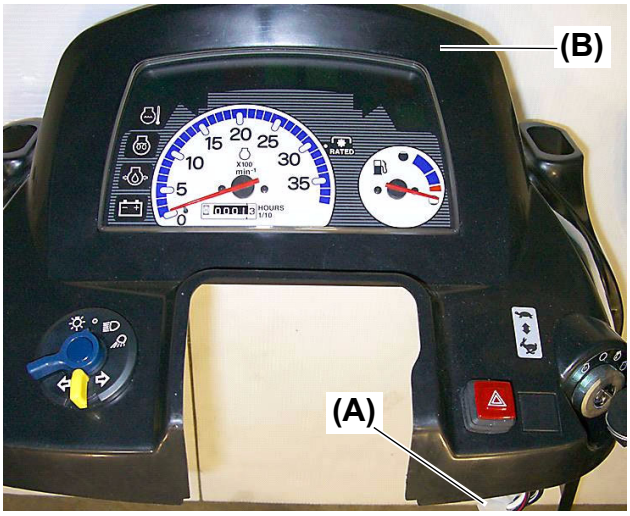

Fig. 11
9. Unplug the two (2) key switch couplers **(Fig. 11, (A))**.
10. Remove the dashboard upper **(Fig. 11, (B))**.